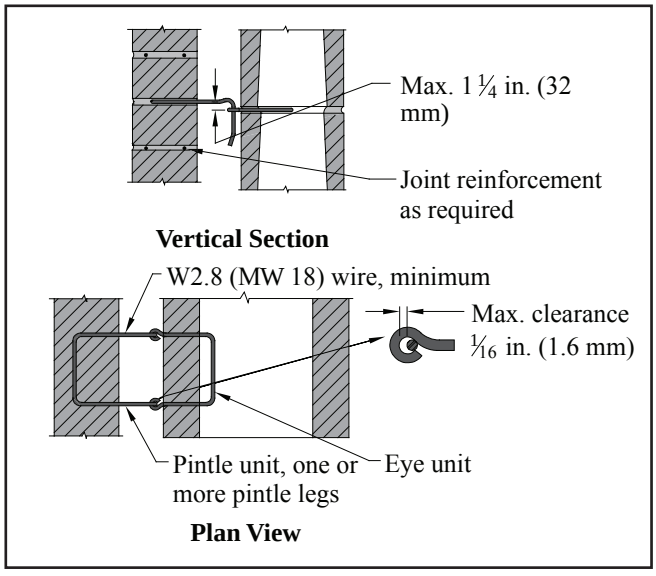

Figure 1—Additional Requirements for Adjustable Ties (ref. 8)
2. Allow differential in-plane movement between two masonry wythes connected with ties. This is especially significant as more insulation is used between the outer and inner wythes of cavity walls and where wythes of dissimilar materials are anchored together. On the surface, it may appear that this criterion is in conflict with Item 1, but it simply means that connectors must be stiff in one direction (out-of-plane) and flexible in the other (in-plane). Note that some connectors allow much more movement than unreinforced masonry can tolerate (see ref. 27 for a discussion of potential masonry wall movements). In order to preserve the in-plane and out-of-plane wall tie stiffness, current codes (refs. 2, 3) allow cavity widths up to $4^1/_2$ in. (114 mm) without performing wall tie analysis. With an engineered analysis of the wall ties, cavity widths may be significantly increased to accommodate thicker insulation.
- plate and bent-bar anchors—ASTM A36 (ref. 4)
- sheet-metal anchors and ties—ASTM A1008 (ref. 5)
- wire anchors and ties—ASTM A82 (ref. 6), and adjustable wire ties must also meet the requirements illustrated in Figure 1
- wire mesh ties – ASTM A185 (ref. 7)
4. Provide adequate corrosion protection. Where carbon steel ties and anchors are specified, corrosion protection must be provided by either galvanizing or epoxy coating in conformance with the following (ref. 8):
- Joint reinforcement in interior walls exposed to a mean relative humidity of 75% or less—ASTM A641 (ref. 13), 0.1 oz zinc/ft^2 (0.031 kg zinc/m^2)
- Joint reinforcement, wire ties and wire anchors, exterior walls or interior walls exposed to a mean relative humidity greater than 75%—ASTM A153 (ref. 14), 1.5 oz zinc/ft^2 (458 g/m^2)
- Sheet metal ties or anchors, interior walls exposed to a mean relative humidity of 75% or less—ASTM A653 (ref. 15) Coating Designation G60